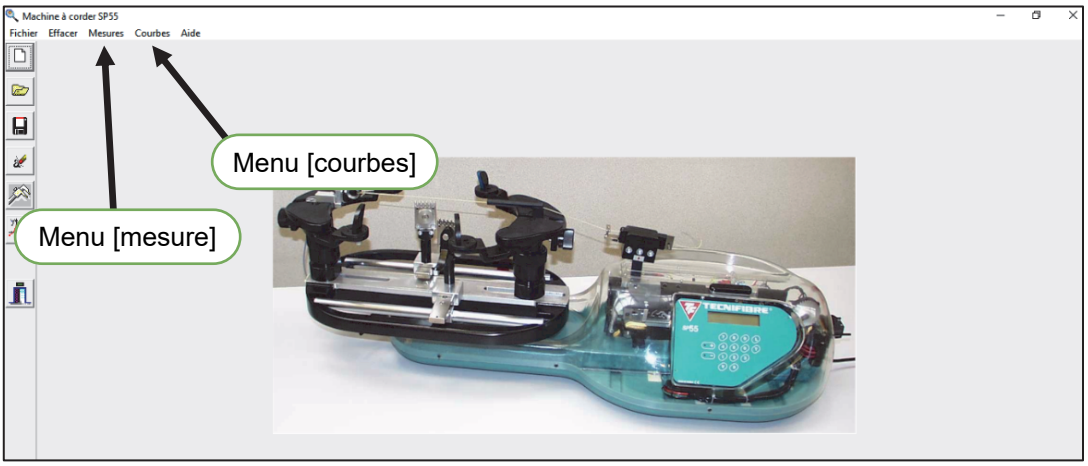

Figure 3 : page d'accueil du logiciel SP55
- cliquer sur le menu [Courbes] (figure 3), la fenêtre de la page suivante apparait.